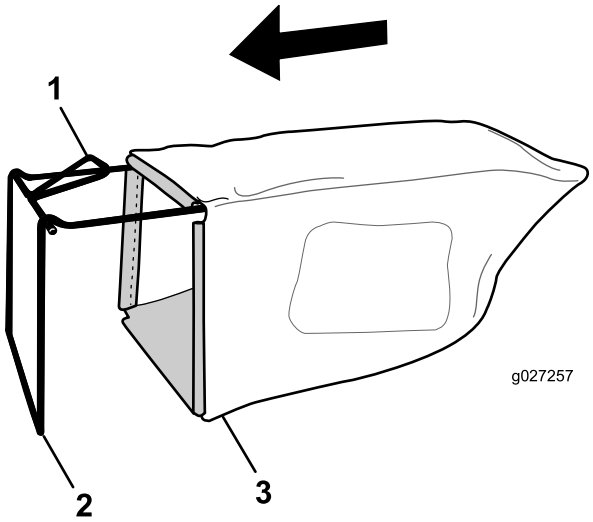

Figura 9
1. Coloque la bolsa de recogida sobre el bastidor, según se muestra en la Figura 9.
Nota: No coloque la bolsa sobre el manillar (Figura 9).